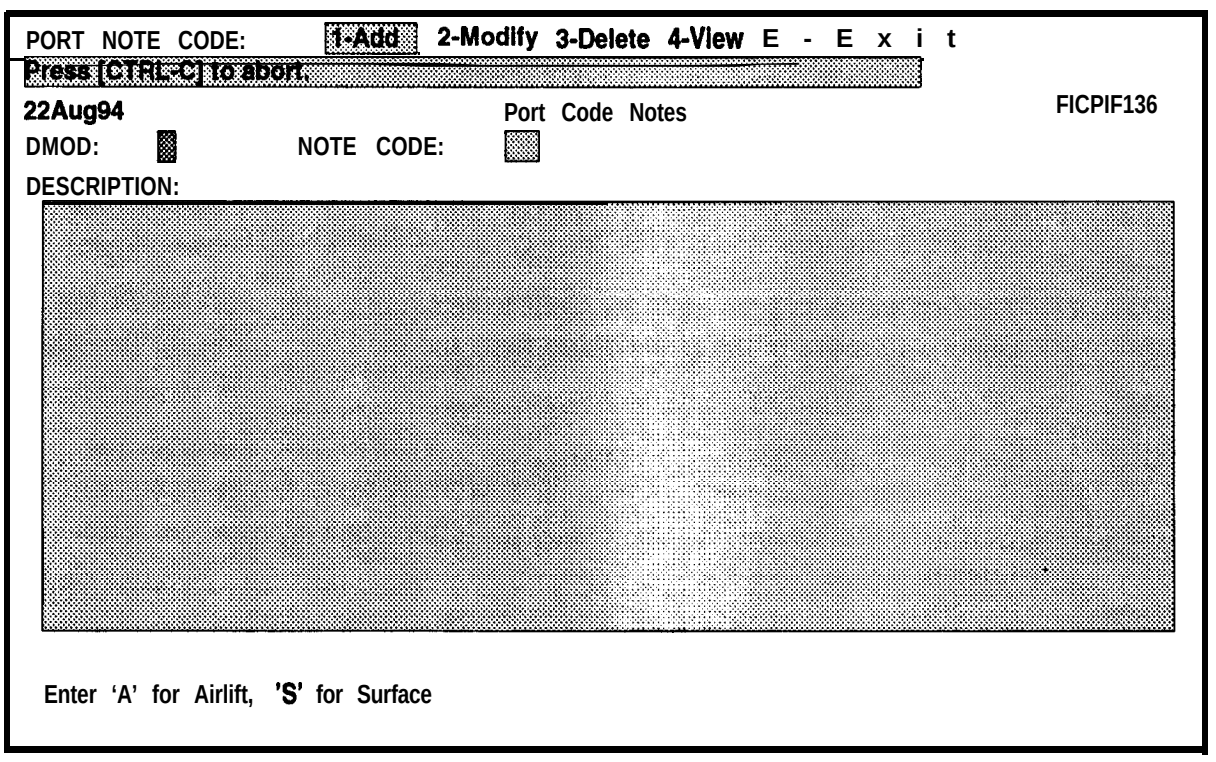

Figure 11-9. Port Code Notes Screen
b. Select **Add** from the PORT NOTE CODE: ring menu. The cursor will move to the **DMOD** field of the Port Code Notes screen, as shown in Figure 11-9.